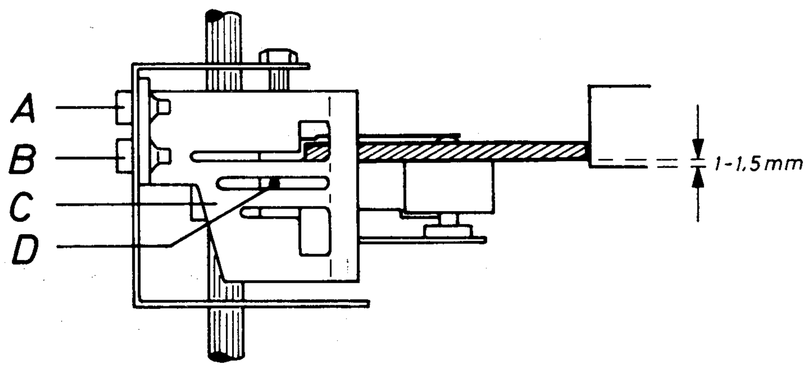

Fig. 11
When the idler engages the lowest step of the motor pulley, there must be a clearance of 1—1.5 millimeters or approx. 0.04—0.06" (see Fig. 11) between the lower edge of the idler and the lower edge of the flywheel tread.
6.2 Adjustment (see Fig. 11)